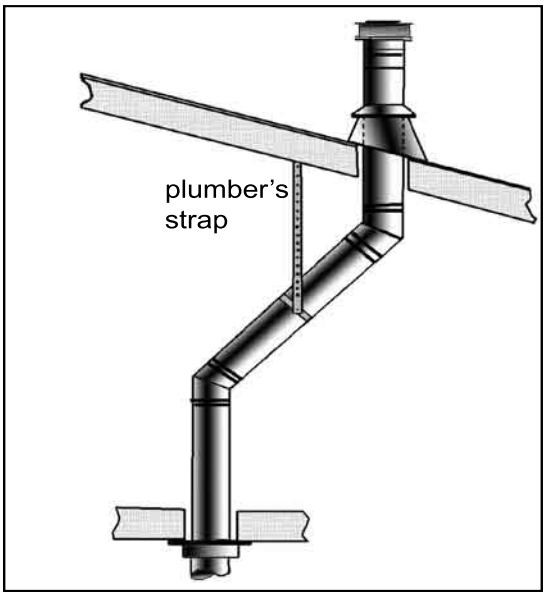

Figure 19. Pipe Support
1. If an offset is necessary to avoid obstructions in the attic, the vent pipe must be supported every 3ft (91.4cm) (see Figure 19).
Step 5. Once the pipe sections have been joined and run up through the roof, slip a pipe support strap over the exposed sections. Bend the support straps outwards and push the pipe support strap down to the roof level. Use a level to make sure the pipe is vertical and tighten the clamp around the pipe section. With roofing nails, secure the support straps to the roof and seal the nail heads with non-hardening mastic. Trim the excess length of the straps. If the installation is taking place in a finished house, the pipe support straps can be attached to the rafters in the attic. See Figures 19 and 20.